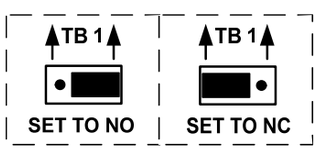

Figure 3
Each of the CCM-2 relay output functions can be set individually to operate either normally open (NO) or normally closed (NC) depending on the position of each jumper (see Figure 3). For fail secure lock operations the jumper must be in the “NO” position, for fail safe operation it must be set in the “NC” position.